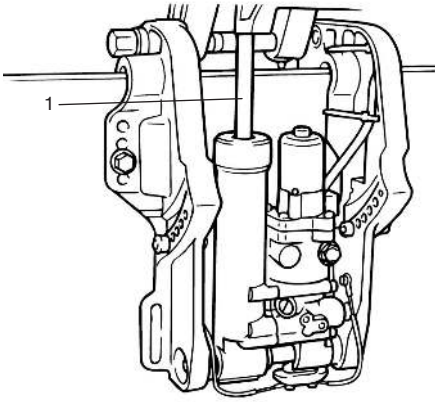

Рис. 54 Проверка системы наклона
3. Поднимите подвесной лодочный мотор вверх и убедитесь в том, что шток 1 гидравлического цилиндра системы наклона выходит полностью (Рис. 54).
4. Убедитесь в том, что на штоке 1 гидравлического цилиндра системы наклона нет следов коррозии и других дефектов (Рис. 54).